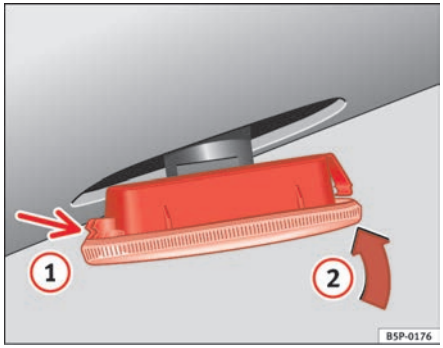

Fig. 230 Side indicator
– First place the indicator in the opening in the bodywork, fixing the tabs ⇒ fig. 230, arrow (1).
– Insert the bulb as shown by the arrow (2) ⇒ fig. 230. ■